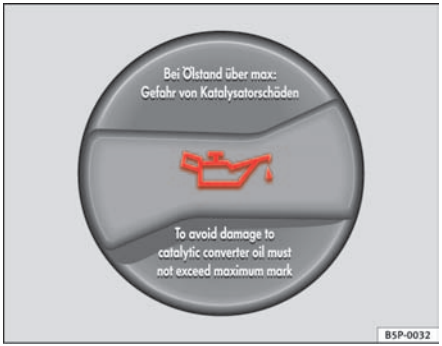

Fig. 155 In the engine compartment: Engine oil filler cap
– Unscrew cap from oil filler opening ⇒ fig. 155..
– As soon as the oil level is in area (B), carefully close the cap.